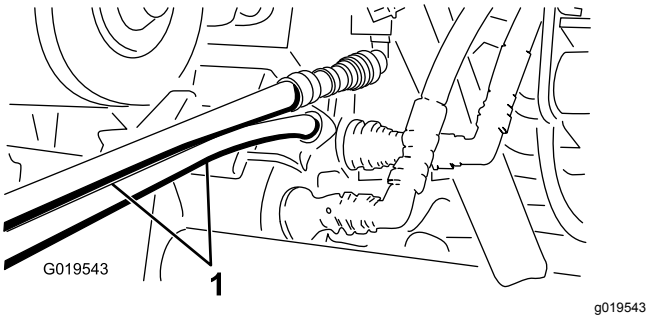

**Figur 85**
5. På den andre maskinen kobler du de to slangene til koblingen som fremdeles er i koblingsbraketten (koble den øverste slangen til den øverste koblingen og den nederste slangen til den nederste koblingen) (Figur 85).